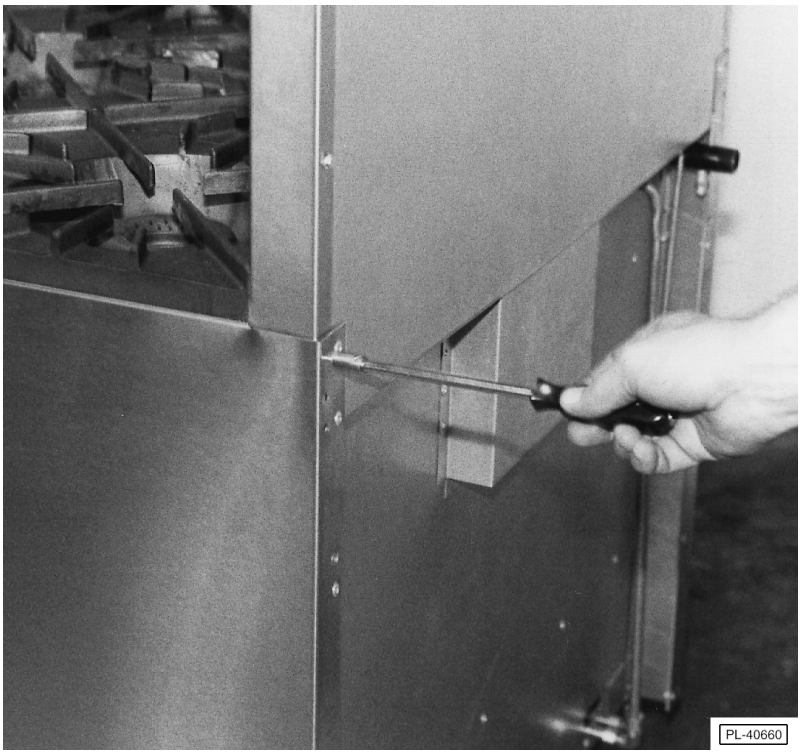

Fig. 7
6. Install eight #10 sheet metal screws (4 to each channel leg) (Fig. 7).